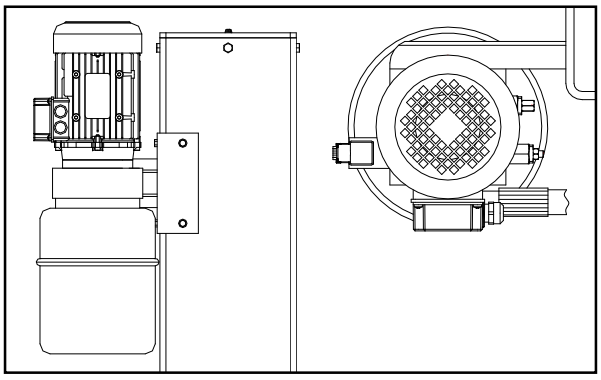

Fig. 33
• Installare la pompa sulla piastra di supporto secondo la **Fig. 33 e fissarla nella parte inferiore della colonna principale.**